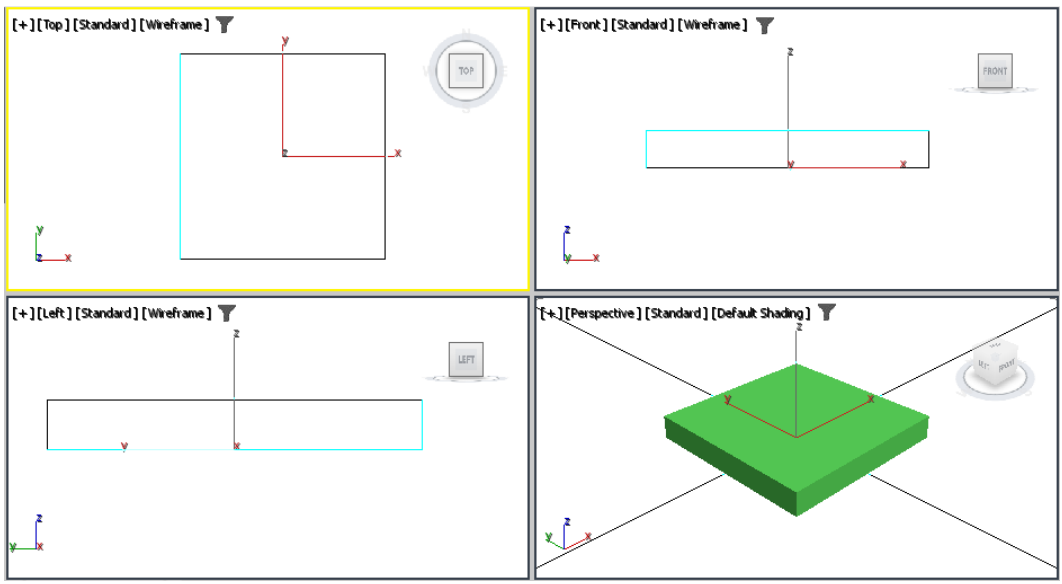

Figure 5-24 *The base extruded in all viewports*
5. In the **Parameters** rollout, set the value **0.4** in the **Amount** spinner and press the ENTER key; *base* is extruded, as shown in Figure 5-24.